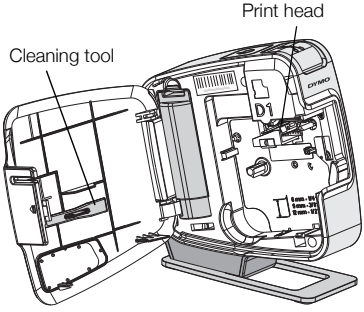

Figure 7
4. Remove the cleaning tool from the inside of the cover. See Figure 7.